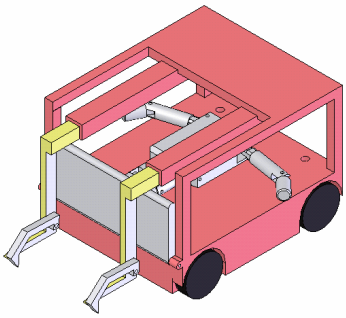

図 4
④ ダミヤンが落ちないようにアームを引き込み、スロープにのせ、本体に収容する。(図 4)
⑤ ダミヤン収容完了。この状態でロボットベースに帰還する。